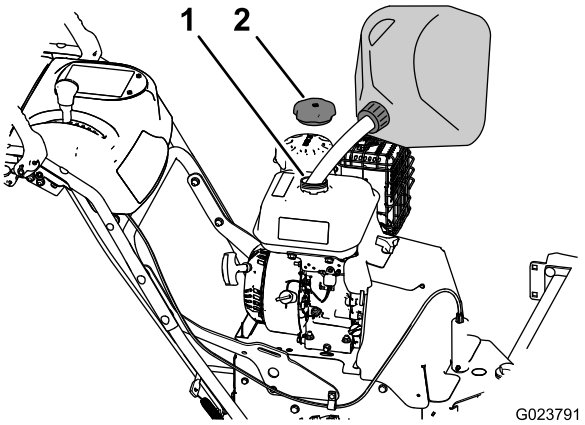

Bild 7
1. Reinigen Sie den Bereich um den Tankdeckel (Bild 7).
2. Nehmen Sie den Deckel vom Kraftstofftank ab (Bild 7).
4. Schrauben Sie den Tankdeckel wieder fest auf und wischen alle Verschüttungen auf (Bild 7).